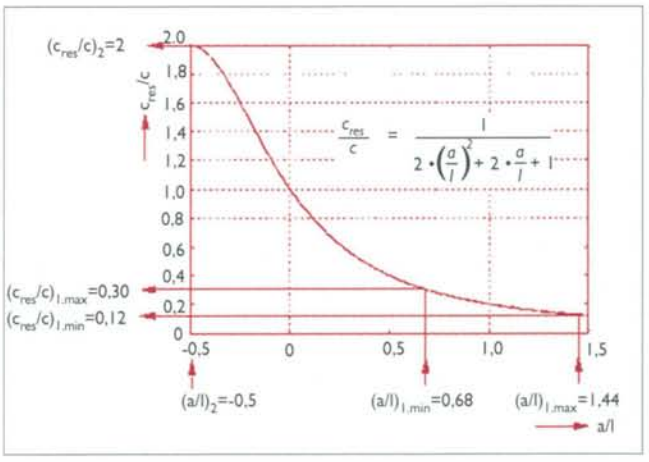
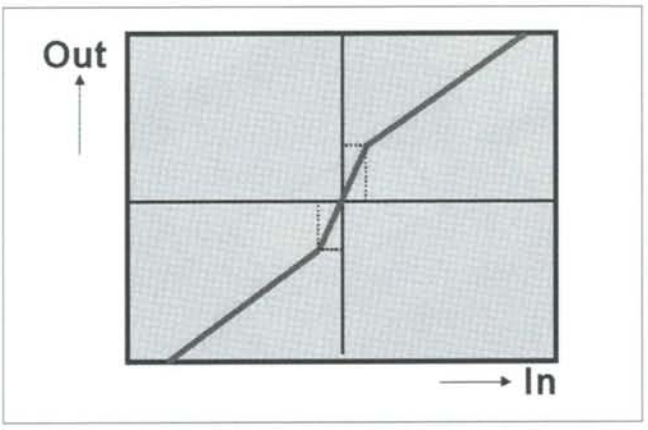

Afb. 7 De dimensieloze resulterende stijfheid cres/c als functie van de dimensieloze uitsteeklengte a/l.
Afb. 6 Compensatie van de dode zone rondom 0. De helling is instelbaar via software.
- In het eerste concept wordt het platform indirect aangedreven via liniaalbalk B_A en de bijbehorende lagers, weergegeven in afbeelding 6a. Hierin wordt de stijfheid van een lager voorgesteld door c. Ten gevolge van de grote overbrengverhouding a/l waarmee het platform wordt aangedreven wordt de stijfheid die je voelt op de plaats van de aandrijving in sterke mate gereduceerd volgens een kwadratisch verband zoals aangegeven in afbeelding 7. Hierin is de lengte l gelijk aan de afstand tussen de lagers en a de lengte tussen het zwaartepunt (c.o.g.) van het platform en het dichtstbijzijnde liniaalbalklager. De resulterende stijfheid c_{res} varieert in dit eerste concept tussen 0,12 and 0,30 maal de stijfheid c. In het tweede concept bevindt de aandrijving zich symmetrisch tussen de lagers van de geleidingsbalk (zie afbeelding 6b). Hierdoor is de gevoelde stijfheid c_{res} gelijk aan tweemaal de stijfheid c. In het tweede concept is de stijfheid dus veel groter.
zone van de piëzomotor is een inverse functie geïntroduceerd (zie afbeelding 6). Door deze functie toe te voegen doorloopt de servo snel zijn dode gebied, hetgeen een gunstig effect heeft op het instelgedrag (settle)en het voorkomen van limit cycling. Om de wisselende open-loopversterking in de hand te houden is de integrator versterking afhankelijk gemaakt van de snelheid van de servo (zie afbeelding 7). Deze toevoeging is van nog grotere betekenis. Niet alleen is de stabiliteit van de kring gewaarborgd in alle snelheidsranges, ook een hoge versterking tijdens het instellen (settlen) is hierbij gerealiseerd. Doorgaans levert dit een instelgedrag op van slechts enkele milliseconden.
Afb. 7 Automatische speed scheduling aanpassing. Bij lage snelheden wordt de versterking van het integrator gedeelte van de PID-regelaar hoog gemaakt, bij hoge snelheden laag. De waardes Kmax, Kmin en Vhalf zijn instelbaar via software.